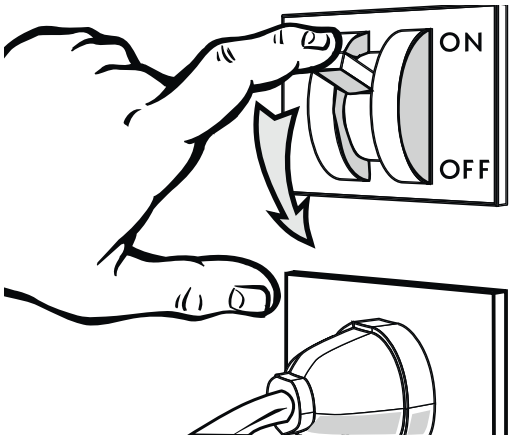

Fig. 21
- Couper la tension électrique au meuble réfrigéré en intervenant sur l'interrupteur-sectionneur général mural ("Fig. 21").